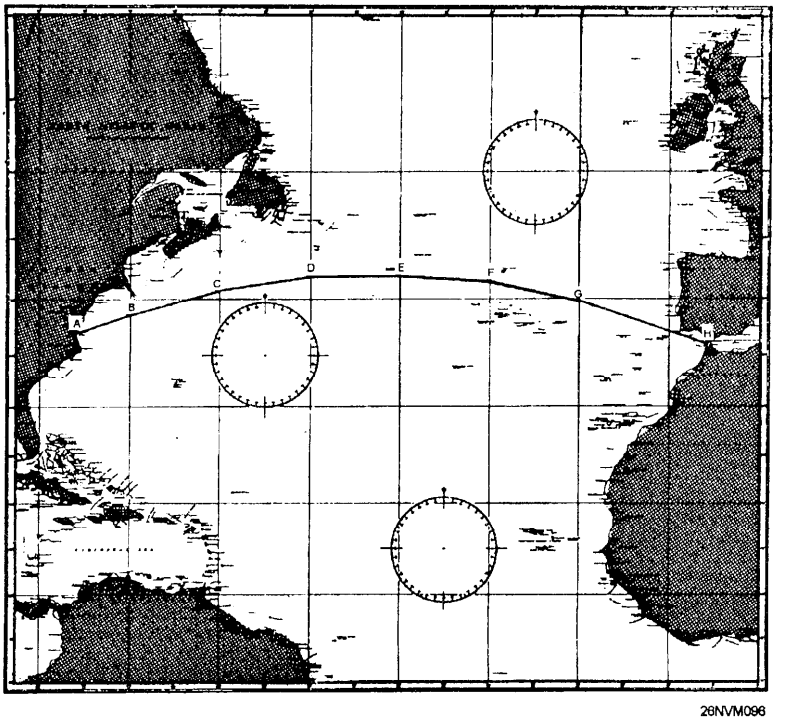

Figure 12-2. Rhumb line approximation to the great-circle track.
7.	Transfer the points to small scale Mercator charts (fig. 12-2) to show the entire transit. Transfer the points to larger scale Mercator charts that cover about one leg of the transit each. **Example:** Transfer points A and B on the first Mercator chart selected; transfer points B and C on the second Mercator chart selected; and so on.